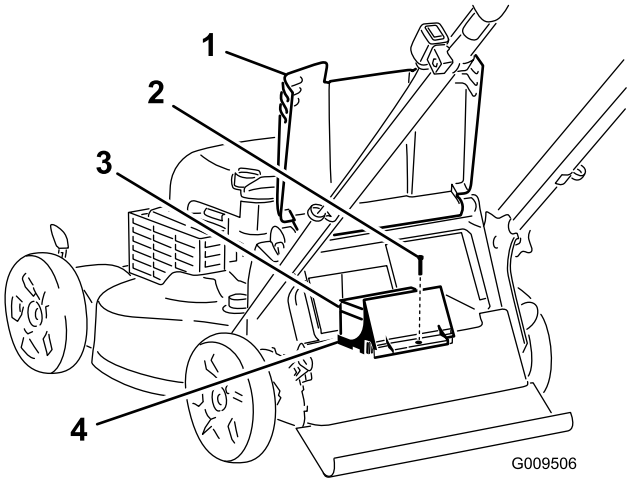

Figur 24
1. Løft den bageste deflektor, og find batterirummet (Figur 24).